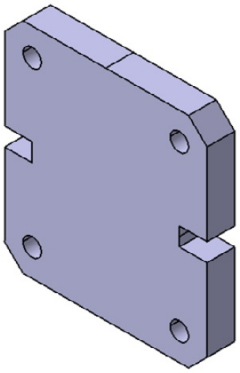

Figure 4-69 *The model after creating the base feature*
4. Orient the view of the model to the isometric view using the **Isometric View** tool from the **View** toolbar. The model after creating the extruded feature is shown in Figure 4-69.